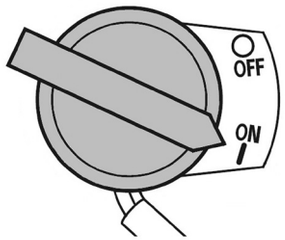

Рис. 11 Выключатель зажигания
4. Выключатель зажигания установите в положение ON (Включено) (Рис. 11).
1. Переведите выключатель зажигания в положение OFF (Выключено) (Рис. 11).